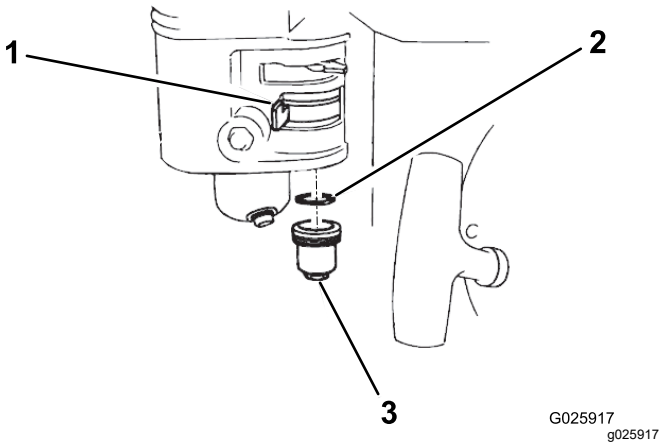

**Figur 33**
2. Flytta bränslekranen till det AVSTÄNGDA läget (Figur 33).
3. Avlägsna bränslesedimentskålen och o-ringen (Figur 33).
6. Placera o-ringen i bränslekranen och montera sedimentskålen (Figur 33). Dra åt sedimentskålen ordentligt.